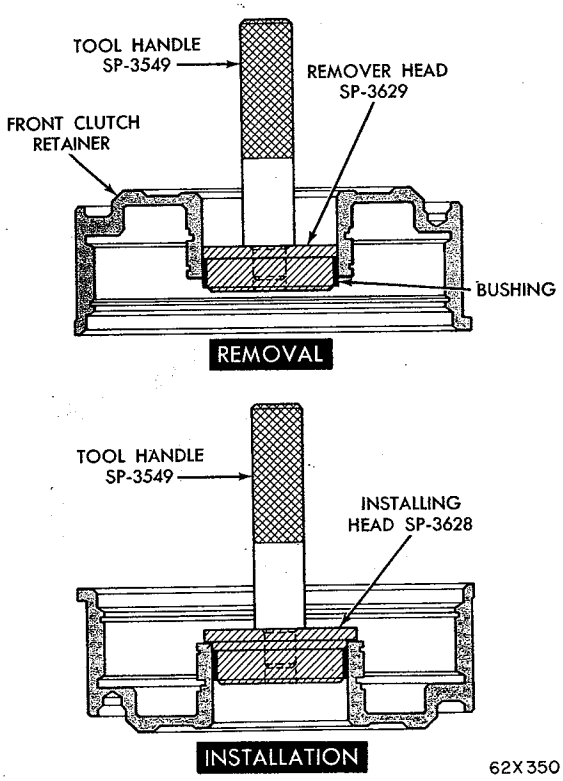

*Fig. 84—Replacing Front Clutch Retainer Bushing*
(1) Lay clutch retainer (open end down) on a clean smooth surface and place removing head Tool SP-3629 in the bushing. Install handle Tool SP-3549 in removing head (Fig. 84).
(2) Drive bushing straight down and out of clutch retainer bore. Be careful not to cock tool in the bore.
(3) Lay clutch retainer (open end up) on a clean smooth surface. Slide a new bushing on installing head Tool SP-3628, and start them in clutch retainer bore.
(4) Install handle Tool SP-3549 in the installer (Fig. 84). Drive bushing into clutch retainer until tool bottoms.
(5) Thoroughly clean clutch retainer before assembly and installation.